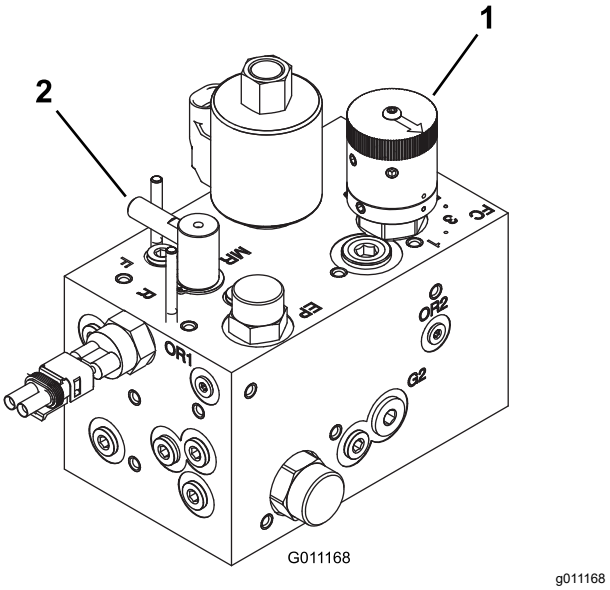

Rysunek 49
3. Pokrętem regulacji obrotów wrzecion (Rysunek 49) ustaw obroty oznaczone liczbą odczytaną w kroku 1.